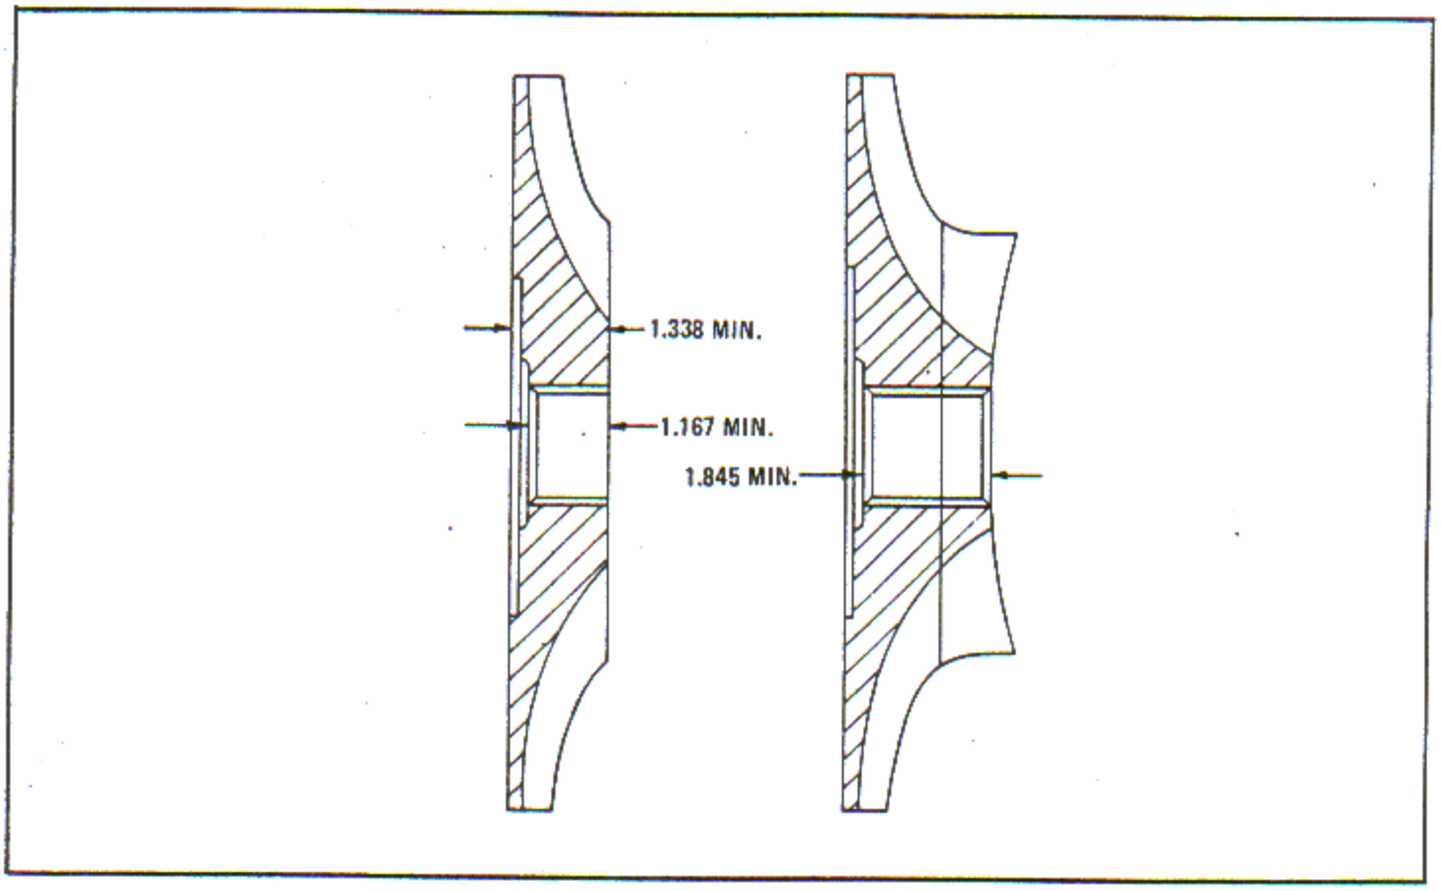

Figure 6-195. Machining and Balancing Assembly Dimensional Limits
a. Examine all impeller machining and balancing assemblies for conformance with the dimensional requirements shown in figure 6-195.